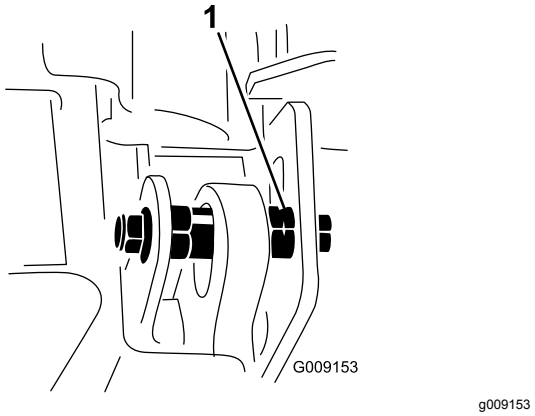

**Figur 8**
**Bemærk:** Der er et hak i den excentriske sekskantskrue, som er 180° fra fligen på den excentriske kam (Figur 8). Brug hakkerne som reference for placeringen af fligene, når du justerer excenterenhederne.